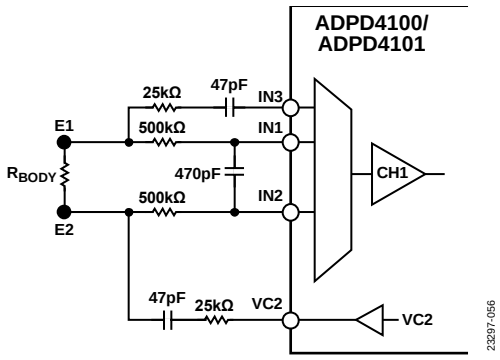

Figure 56. Circuit Used for Two-Electrode Lead Off Detection Measurement
Figure 56 shows a circuit that can be used for the two-electrode lead off detection measurement. R_{BODY} is the resistance of the body.
2. Lead off detection of the ECG electrodes is taken in Time Slot B by making a single-ended measurement for impedance between the E1 and E2 ECG electrodes into Channel 1, as shown in Figure 56.